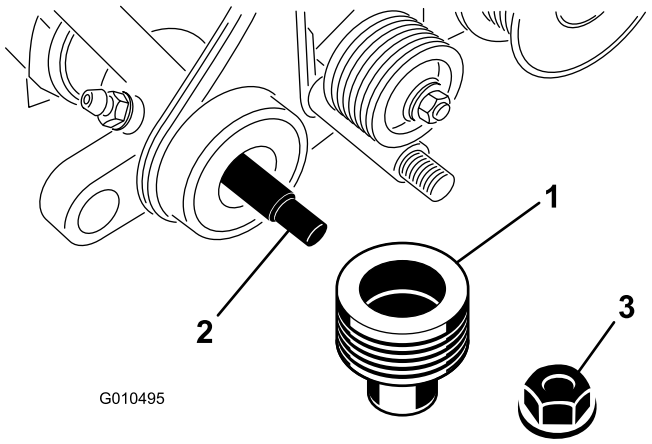

Figur 33
6. Ta bort låsmuttern som fäster den drivna skivan vid trimsatsaxelns ände och ta bort skivan (Figur 33).